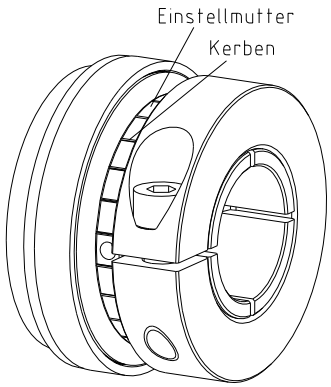

Bild 19: Kerben der Einstellmutter
- Mit Hilfe eines Hakenschlüssels (siehe Bild 19 sowie Tabelle 8) drehen Sie die Einstellmutter so weit an, bis sich diese nicht mehr weiter drehen lässt. Anschließend drehen Sie die Einstellmutter um eine Kerbe zurück (siehe Bild 19).